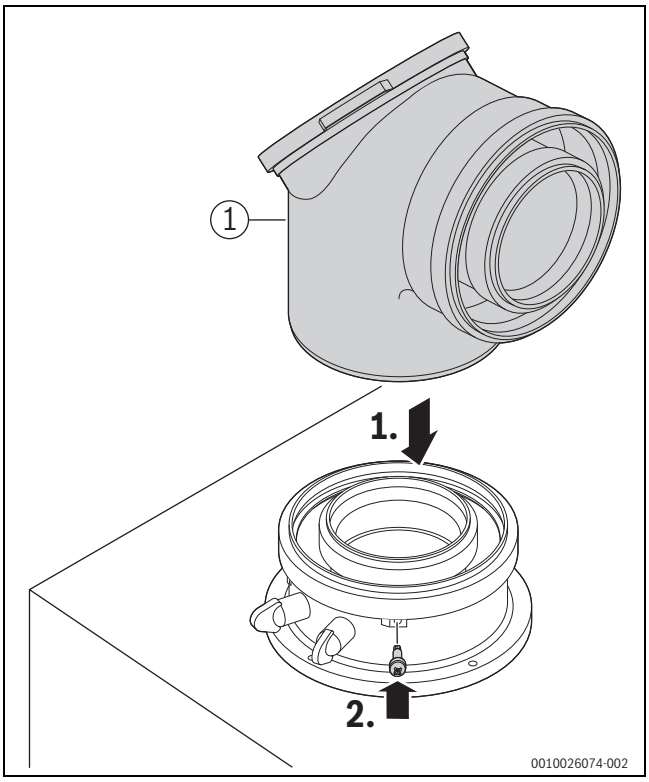

Rys. 75 Wkładanie osprzętu spalinowego i zabezpieczanie go śrubą
- Podłączanie osprzętu spalinowego (→ rys. 75, [1]). Przestrzegać instrukcji montażu osprzętu spalinowego.